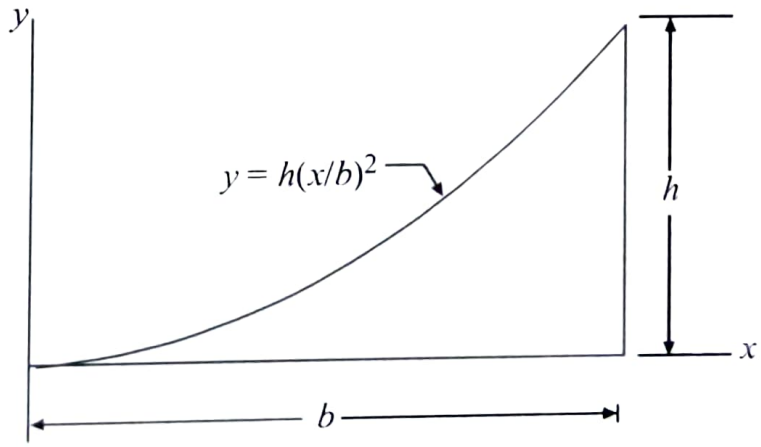

FIG.2
12. Calculate the moment of inertia of the shaded area about the y-axis (Fig. 2) by using double integration method.